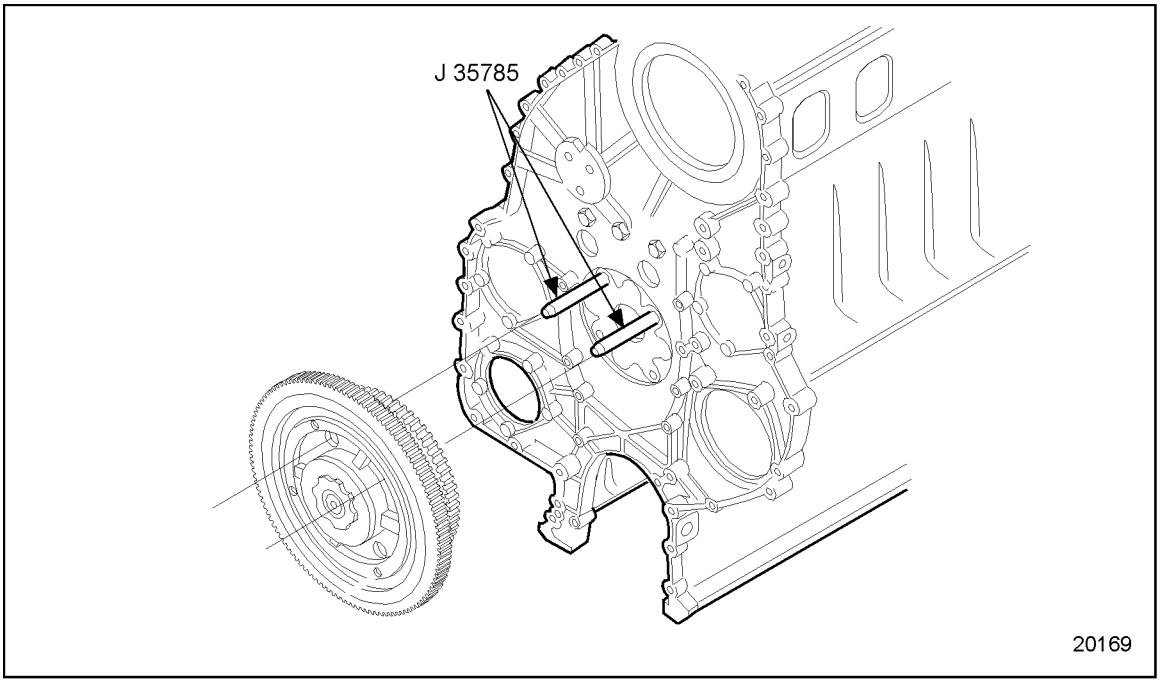

Figure 1-431 Bull Gear Guide Studs
2. Install J 35994, to the oil seal contact area of the crankshaft. See Figure 1-431.